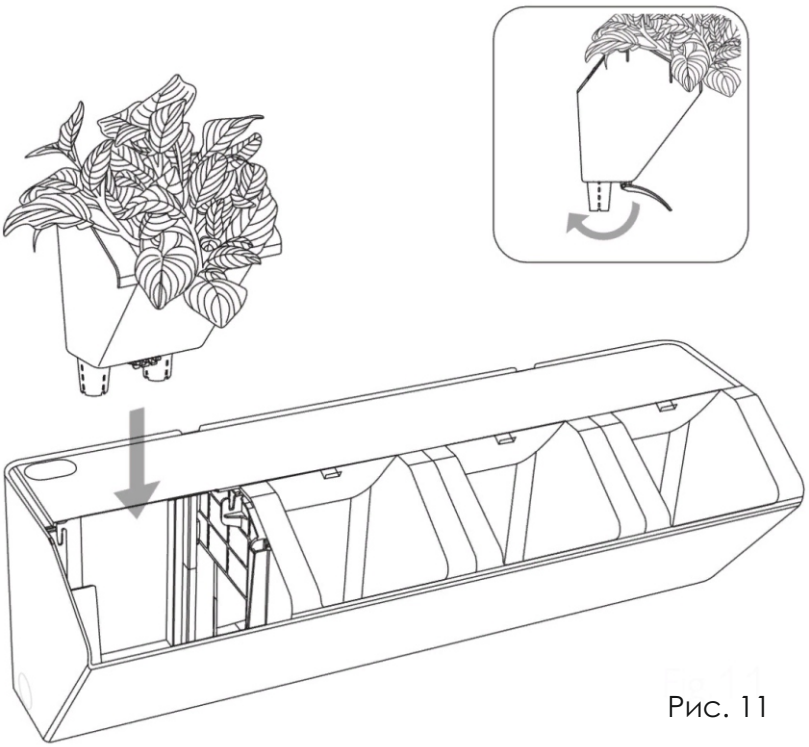

Рис. 11
- Сложите опорную ножку и вставьте емкость в свободный отсек фитомодуля. Повторите подобные действия с каждой емкостью. См. (рис. 11)